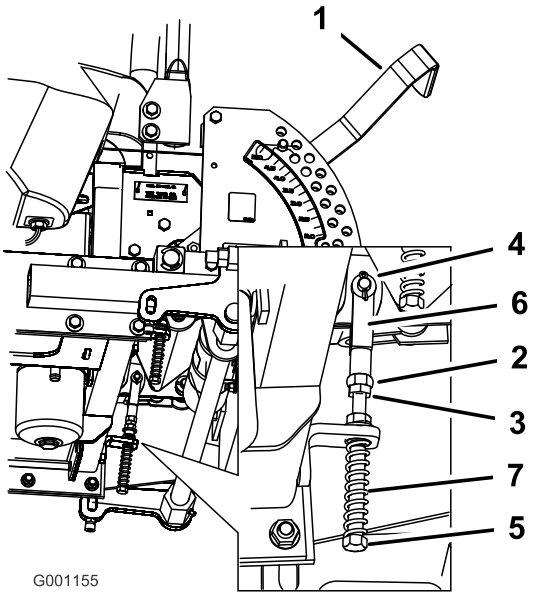

Figur 77
8. Hvis justering er nødvendig, skal møtrikken og kontramøtrikken løsnes mod gaflen (Figur 77).
9. Foretag et let, bagudgående tryk mod bevægelseshåndtaget, og drej hovedet på justeringsbolten i den rigtige retning, indtil håndtaget sidder i midten i neutral låseposition (Figur 77).
10. Spænd møtrikken og kontramøtrikken (Figur 77).